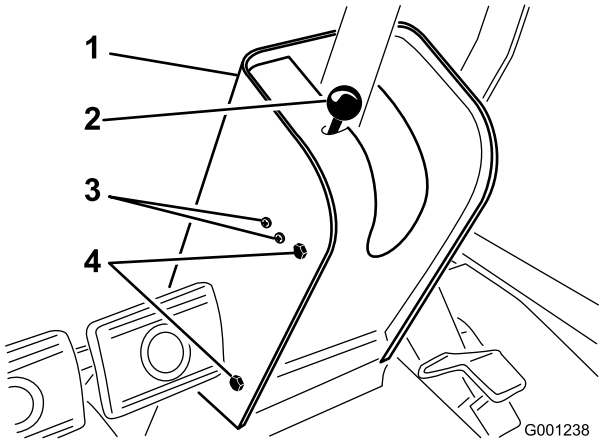

Figuur 60
2. Verwijder de knop van de parkeerremstang en de schroeven van de kap van de stuurkolom (Figuur 60).
4. Draai de schroeven en moeren los waarmee de parkeerremschakelaar is bevestigd aan de linkerzijde van de stuurkolom (Figuur 60).